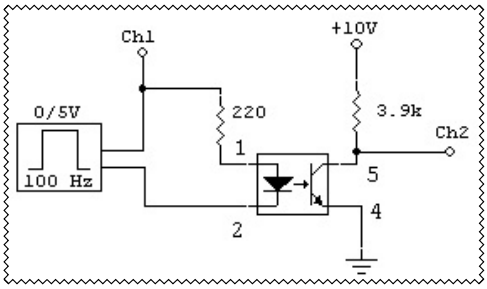

Fig. 3
3. Assemble the circuit in Fig. 3: Connect channel 1 of the oscilloscope to the input from the signal generator and channel 2 to the output of the optocoupler. Inject a square wave of 100Hz and 10 volts peak to peak. Slowly increase the frequency of the signal until the output signal begins to distort. Stop increasing the frequency when the output is 75% of V_P (which is 5V.) This point will be the maximum useful frequency.
4. Draw the input and output waveforms in Fig. 3: